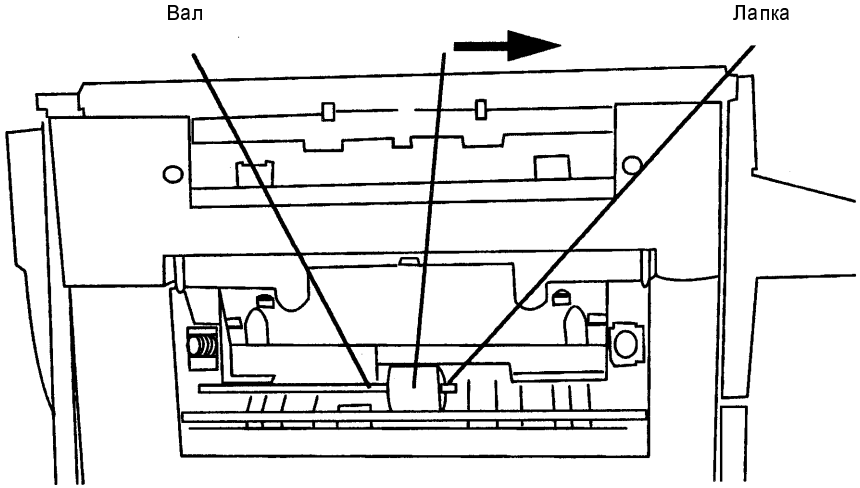

Рис. 1. Демонтаж ролика подачи обходного лотка
2. Снимите ролик подачи обходного лотка (Рис. 1).